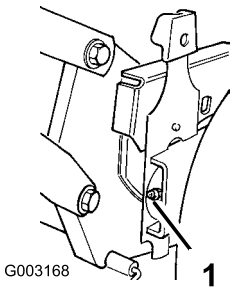

**Figura 20**
2. Tergete i raccordi d'ingrassaggio con un panno pulito (Figura 20).